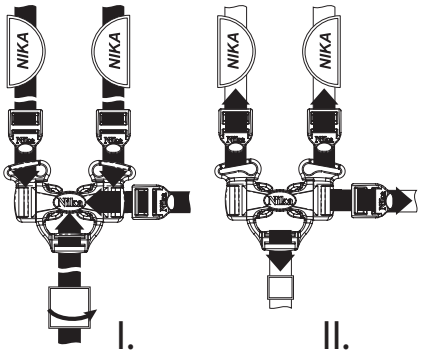

Рис. 2 Крепление ремней безопасности
- Закрепить боковые страховочные ремни, используя пряжки (см. рис. 2);
5.1. Во избежании травм, связанных с выпадением ребенка из коляски, всегда используйте ремень безопасности (рис. 2), страховочное ограждение для ребенка (бампер).